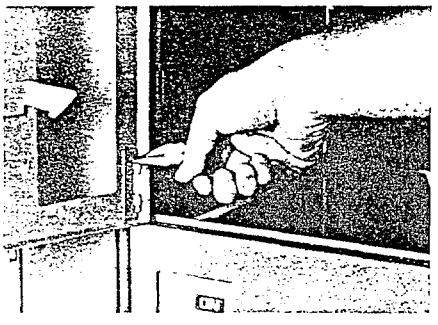

Figure 39: Removing hinge pin
12. After driving the knurled section of the hinge pin out of the collar, use needle-nose pliers to grip the pin and remove it (figure 39).